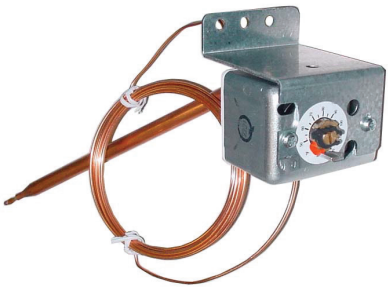

Figure 29. Thermostat de conduit monté sur unité
- **Ductstat avec tube capillaire (option AG3) :** Le thermostat de conduit monté sur l'unité (voir **Figure 29**) offre une plage réglable de 0°F à 100°F (−17.8°C à 37.8°C) avec une température différentielle fixe de 3°F (1.7°C). La sonde est préréglée en usine à 70°F (21.1°C). En raison des différents réglages de débit d'air (CFM) et des températures de l'air extérieur, la température moyenne de sortie en aval pourrait ne pas correspondre exactement au réglage du thermostat de conduit. Une fois l'installation terminée, ajustez le point de consigne du thermostat de gaine afin d'obtenir la température moyenne de sortie souhaitée.